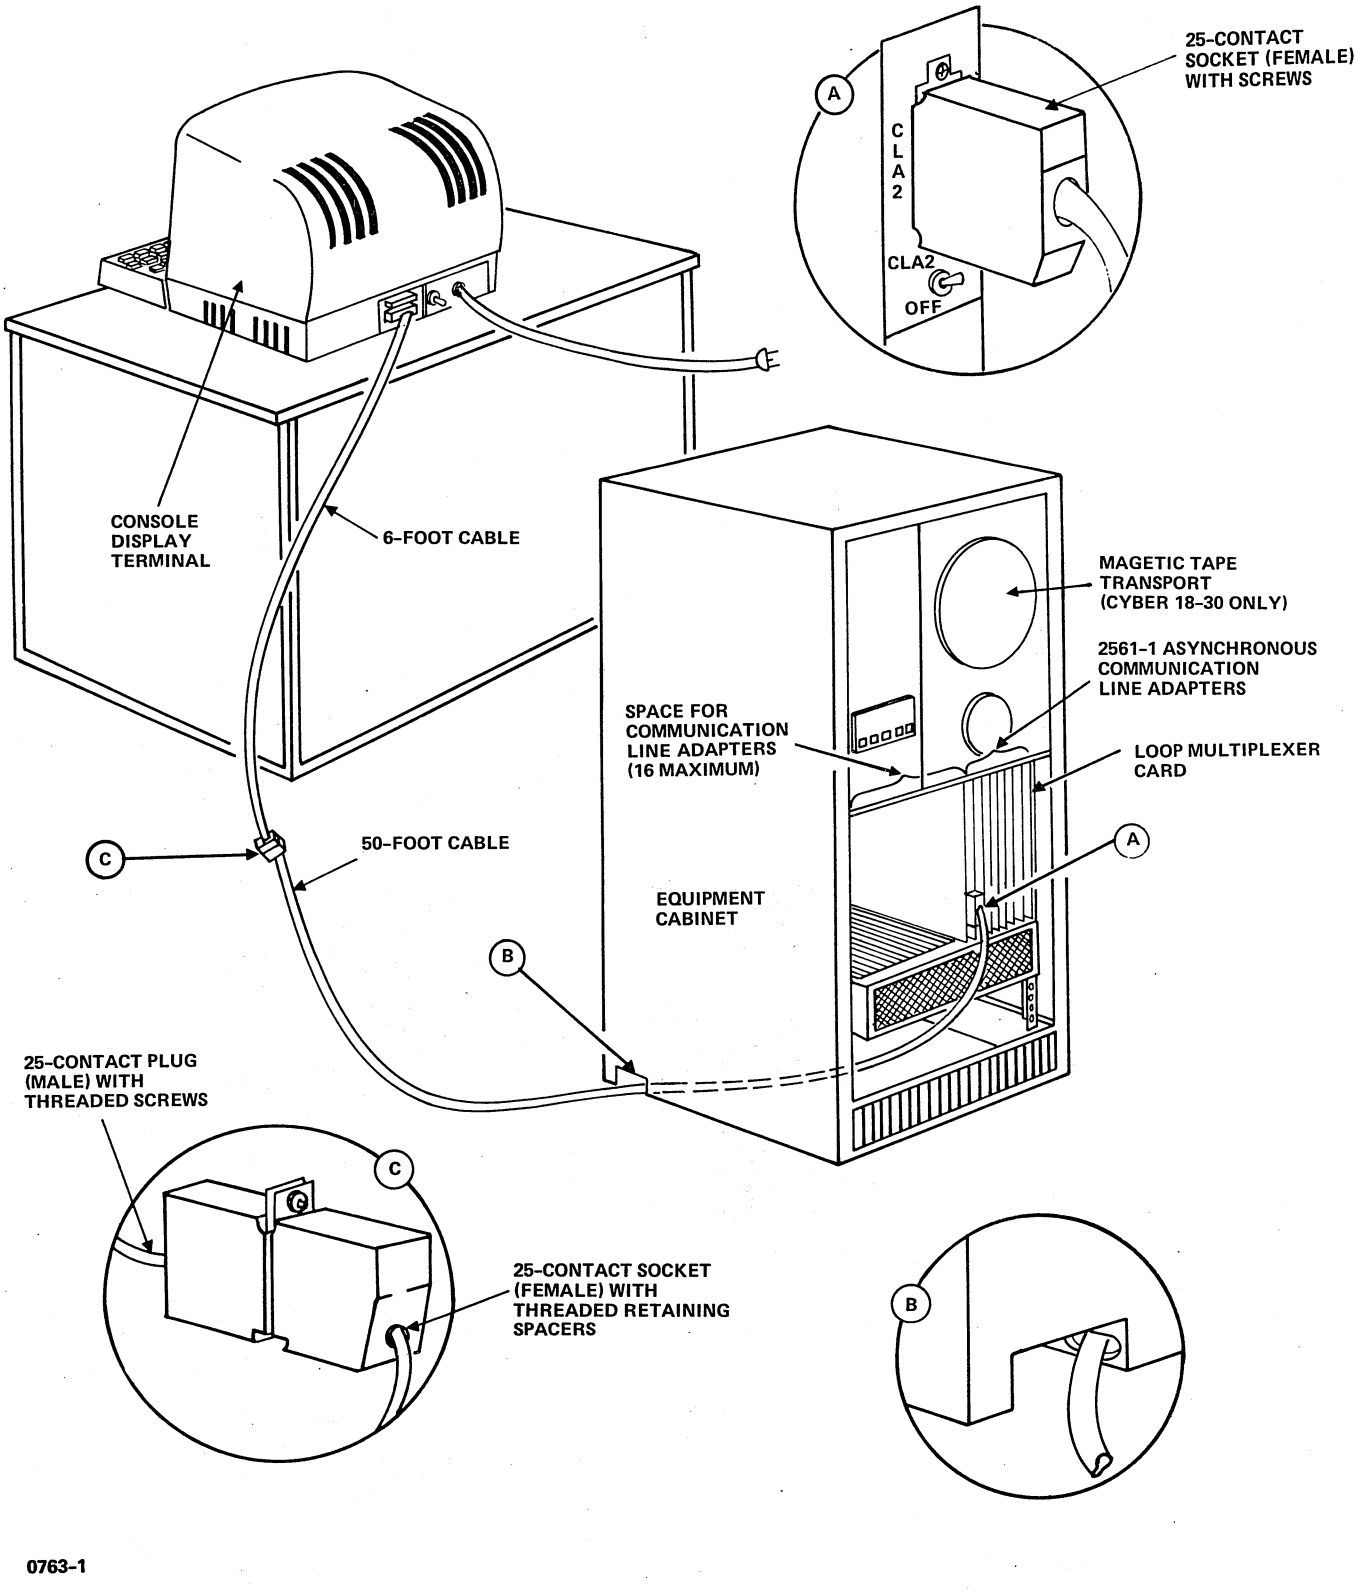

Figure 13-4. Asynchronous Communication Line Adapter to Console Display Terminal Signal Cable
See figure 13-4 for the asynchronous communication line adapter to console display terminal signal cable installation.
1. Route the signal cable (part number 746579xx), using the cable end with the 25-contact female socket, through the bottom left rear side of the equipment cabinet, through the cutout openings and under the blower assembly of the loop multiplexer chassis (see figure 13-4).
2. Connect the 25-contact female socket routed in step 2 to the appropriate connector (CLA1 or CLA2) on the card handle of the selected asynchronous communication line adapter at the front of the loop multiplexer chassis. Leave enough slack in the cable so that the connector wires are not crimped and secure the cable connector to the card connector with the screws provided (see figure 13-4).